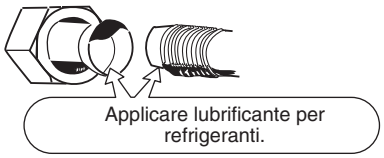

Fig. 5-4
(1) Applicare un tappo a tenuta o del nastro impermeabilizzante per evitare che acqua e polvere cadano nei tubi non ancora in posa.
(2) Prima di collegare i tubi si deve applicare lubrificante per refrigeranti (olio a base d'etere) all'interno dei dadi svasati. Questa serve per ridurre le perdite di gas. (Fig. 5-4)